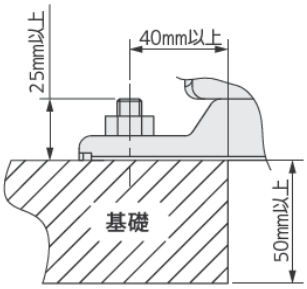

図1
- コンクリートまたは堅牢な台に M10 または 3/8 ボルト・ナットで強固に、かつ水平に据え付けてください。（アンカーボルトの位置は図 1 による）